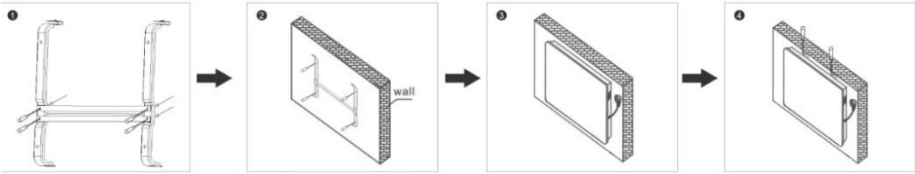

Abb. 2 Wandmontage
3. Montieren Sie die Halterung mit dem mitgelieferten Wandmontageset an der Wand. Bohren Sie Löcher mit dem erforderlichen Durchmesser entsprechend den Befestigungsmarkierungen, setzen Sie die Dübel ein, befestigen Sie die Halterung und ziehen Sie die Schrauben fest, um die Halterung an der Wand zu sichern (**Abb. 2, S. 1,2**)
4. Hängen Sie das Gerät in die Halterung ein, indem Sie die Halterung an den Löchern auf der Rückseite des Geräts ausrichten (**Abb. 2, S. 3**)
5. Ziehen Sie die Schrauben auf der Oberseite der Halterung an, um den Konvektor zu befestigen (**Abb. 2, S. 4**)